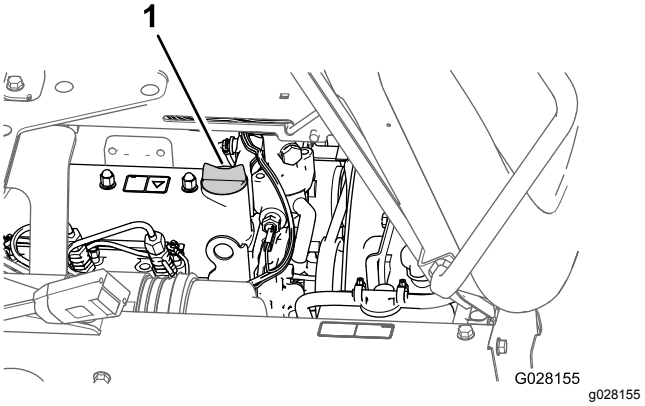

**Рисунок 72**
5. Снимите крышку маслозаливной горловины с крышки клапанной коробки двигателя (Рисунок 72) и медленно залейте примерно 80% от указанного количества масла в заливную горловину.
8. Установите крышку маслозаливной горловины (Рисунок 72).